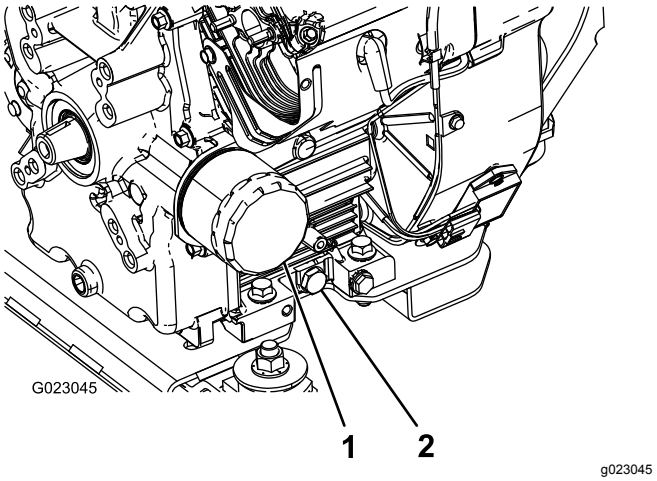

Figuur 38
5. Verwijder de aftapplug (Figuur 38).
2. Verwijder het oliefilter (Figuur 38).
5. Plaats het nieuwe filter op het filtertussenstuk. Draai het oliefilter rechtsom totdat de rubberen pakking contact maakt met het filtertussenstuk. Draai het filter vervolgens nog eens ½ slag (Figuur 38).